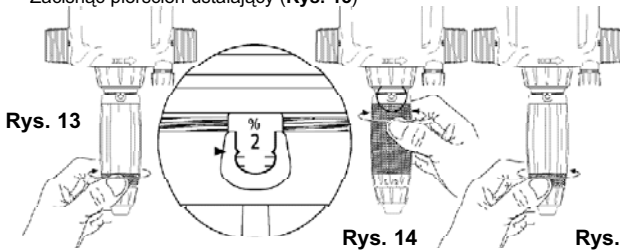

Rys. 13 **Rys. 14** **Rys. 15**
- Poluźnić pierścień ustalający (**Rys. 13**).